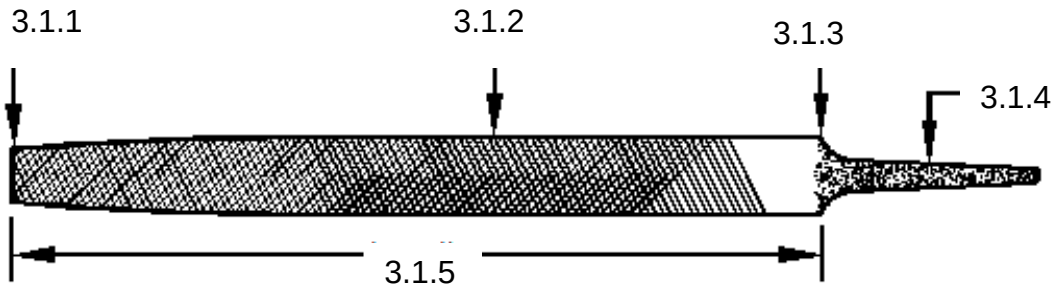

FIGUUR 4 (5)
3.1 Benoem die onderdele van 'n vyl wat in FIGUUR 4 getoon word deur slegs die antwoord langs die vraagnommer (3.1.1–3.1.5) in die ANTWOORDBOEK neer te skryf.